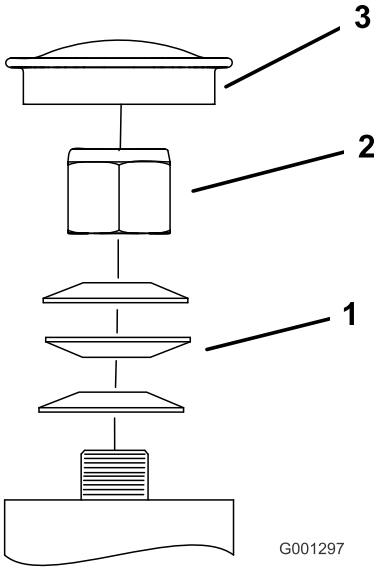

**Figuur 59**
3. Verwijder de stofkap van het zwenkwiel en draai de borgmoer aan (Figuur 59).
4. Draai de borgmoer aan totdat de veerringen vlak liggen, en draai vervolgens 1/4 slag terug om de voorspanning op de lagers correct af te stellen (Figuur 59).
**Belangrijk: Zorg ervoor dat de veerringen goed zijn geplaatst, zoals getoond in Figuur 59.**
5. Plaats de stofkap (Figuur 59).